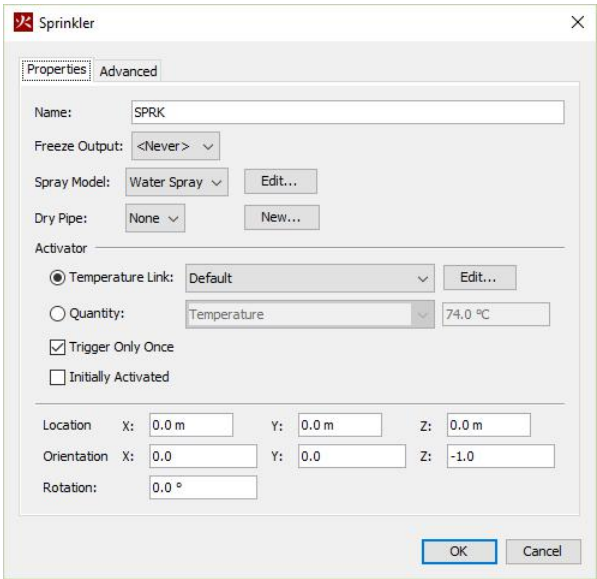

图15:2 创建一个新的喷洒器
1. 在“**设备**”菜单上，单击“**新建喷洒器**”。这将显示**洒水**对话框，图15:2。